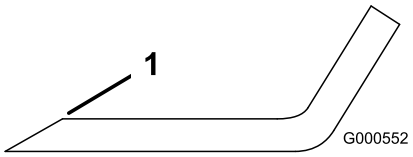
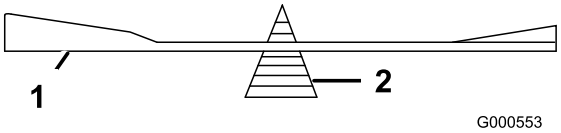

Figura 48
Figura 49
1. Affilate i taglienti da entrambe le estremità della lama con una lima (Figura 48). Rispettate l'angolazione originale. La lama conserva il proprio equilibrio soltanto se viene rimossa una quantità uguale di materiale da entrambi i taglienti.
2. Controllate l'equilibrio della lama posizionandola su un bilanciatore (Figura 49). Se la lama rimane in posizione orizzontale, è bilanciata e può essere utilizzata. Se la lama non è bilanciata, limate del metallo soltanto dalla costa (Figura 48). Ripetete la procedura finché la lama non è perfettamente bilanciata.